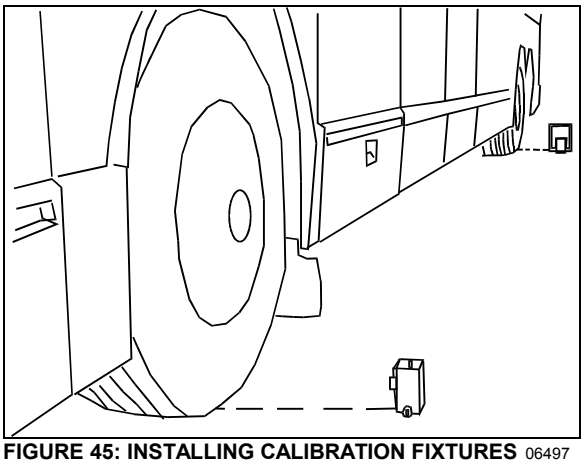

FIGURE 45: INSTALLING CALIBRATION FIXTURES 06497
7. Install a calibration fixture in front of front axle wheel and one in front of rear axle wheel (Fig. 45).